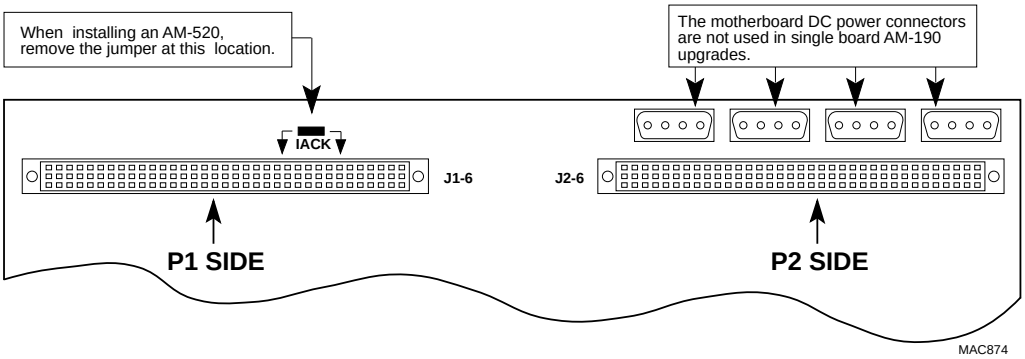

Figure D-8. AM-520 IACK Jumper Removal
9. After the AM-520 board has been installed, you must remove the IACK jumper from the motherboard, as shown in Figure D-8.